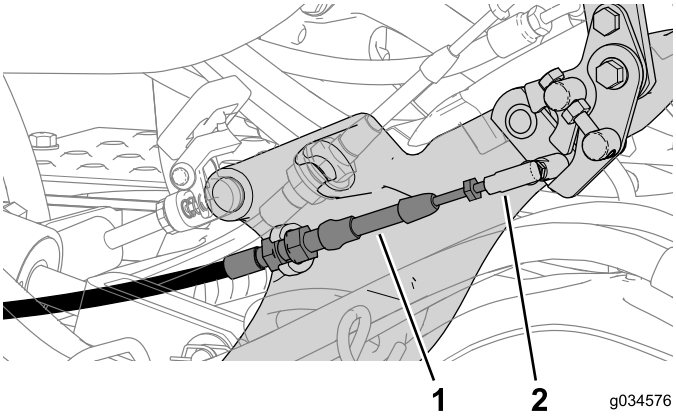

Rysunek 6
4. Odłącz linkę blokady położenia neutralnego od złącza kulowego przy zespole drążka sterowania jazdą (Rysunek 6).